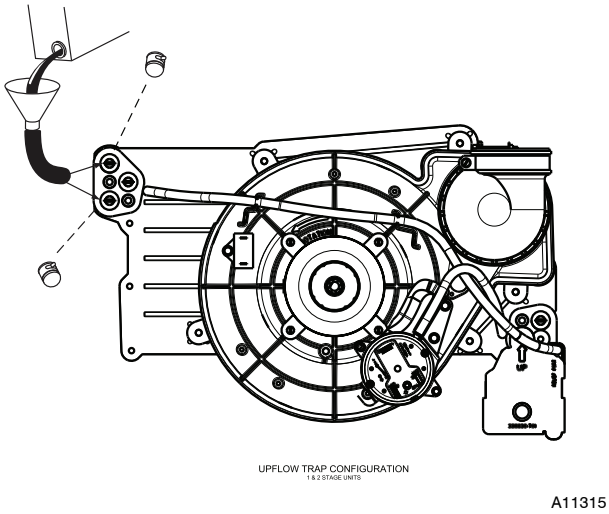

Fig. 58 - Priming Condensate Trap
9. Remove the middle unused rubber plug from the port on the collector box opposite the condensate trap. See Fig. 58.